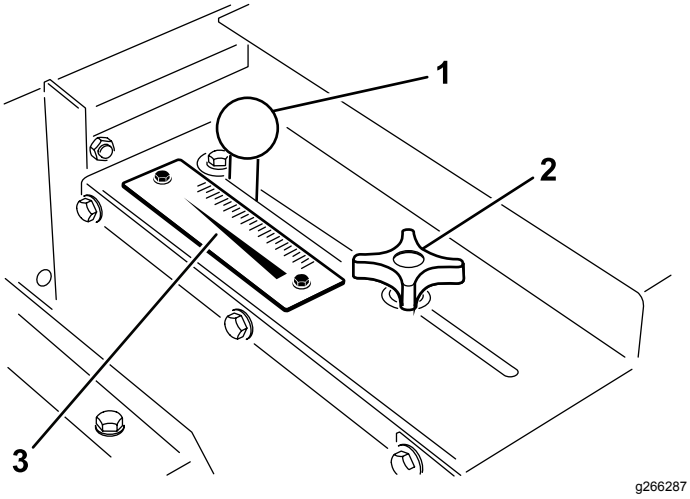

Figuur 19
1. Zet de sluitknop (Figuur 19) voldoende los om hem vrij te kunnen schuiven in de opening.
2. Stel de laadklepknop (Figuur 19) in op de gewenste stand en zet de sluitknop vast om de afstelling te borgen.
Gebruik de schaalverdeling (Figuur 19) om de gewenste dosering te gebruiken. Zie Zandgebruiksdosis (bladz. 19).